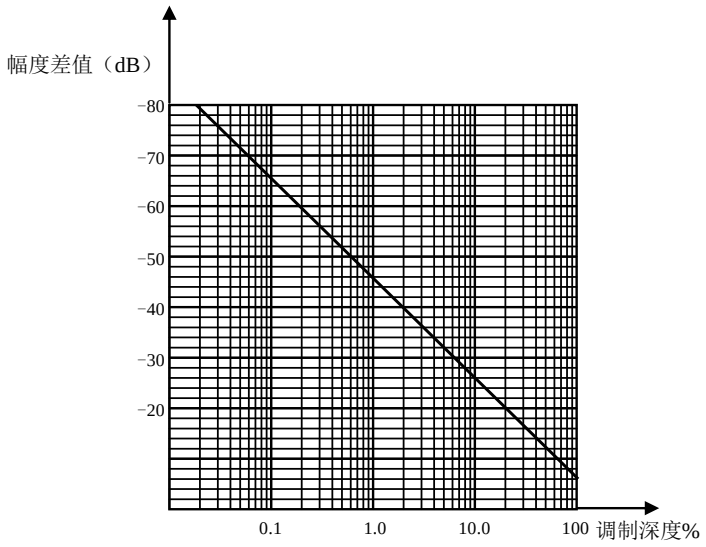

图 4.34 调制深度与幅度差的关系图
- 按【峰值搜索】、[差值标记]、[次峰值]，得到载波与边带信号的差值。由差值标记可读出两个信号的频率差，该值即被测调幅信号的调制速率，两个信号的幅度差可用于确定调制深度，如图 4.34。